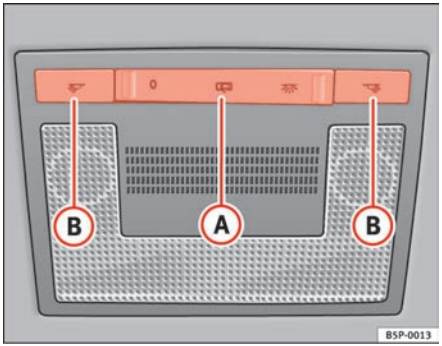

Fig. 78 Interior roof trim: front interior lights
The switch (A) ⇒ fig. 78 is used to select the following positions:
Push the switch to the position O ⇒ fig. 78. ▶